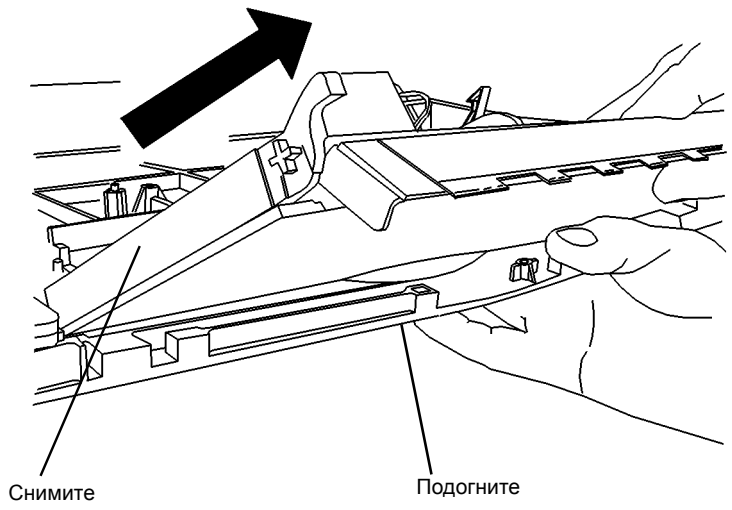

Рисунок 3 Снятие обходного лотка
5. Снимите обходной лоток (Рисунок 3).